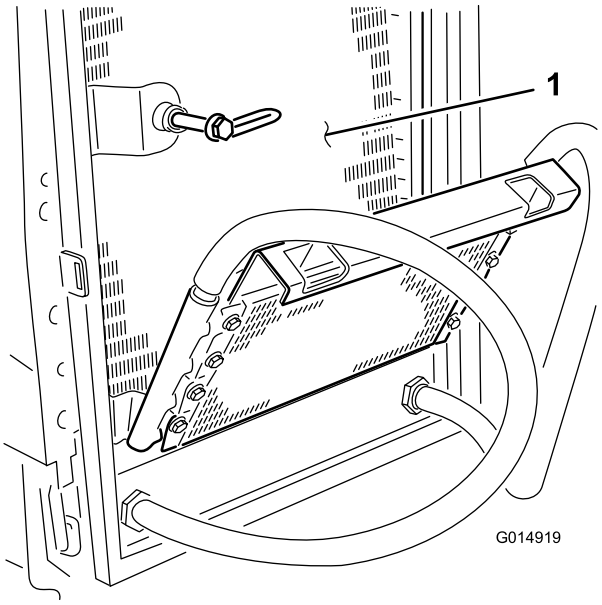

Figuur 60
7. Reinig beide zijden van de oliekoeler en de radiateur grondig Figuur 60) met perslucht.